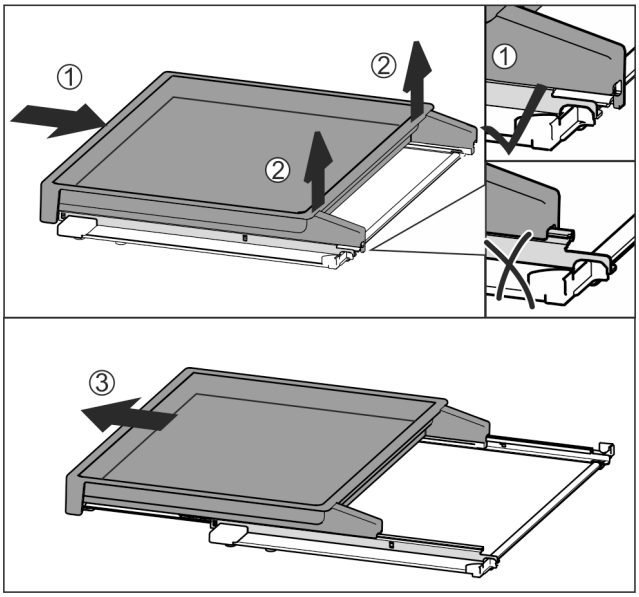

Fig. 154
▶ Insérer complètement la bordure télescopique *Fig. 154 (1)*.
▶ La désenclencher à l'arrière *Fig. 154 (2)*.
▶ Sortir la bordure télescopique par l'avant *Fig. 154 (3)*.